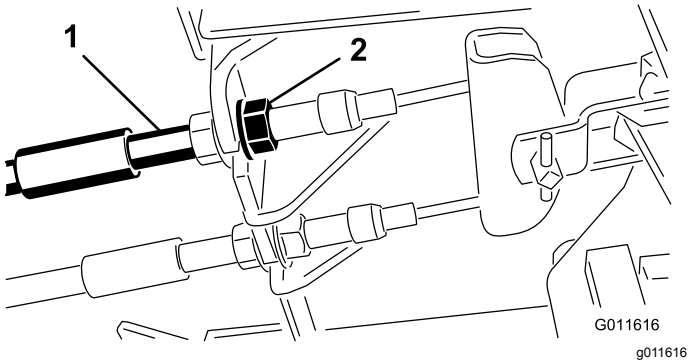

Figure 66
1. Pour réduire la garde aux pédales de frein, serrez les freins en desserrant l'écrou avant sur l'extrémité filetée du câble de frein (Figure 66).